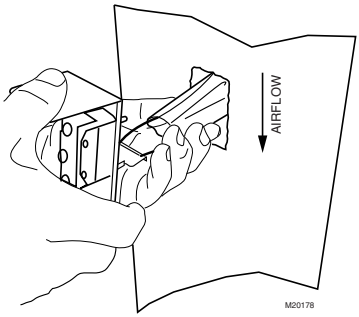

**Fig. 11. Inserting sail switch in direction of airflow.**
5. Press together the sides of the wire loop. Insert the sail into the duct. (When in the Off position, the sail should point into the direction of airflow as shown in Fig.11.)